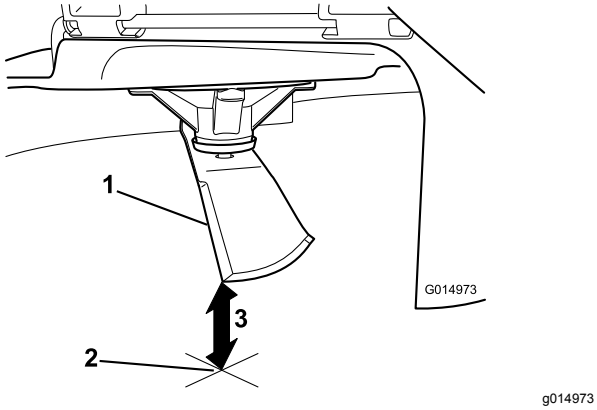

Figur 57
3. Mål fra spidsen af skærekniven til den plane overflade (Figur 57).